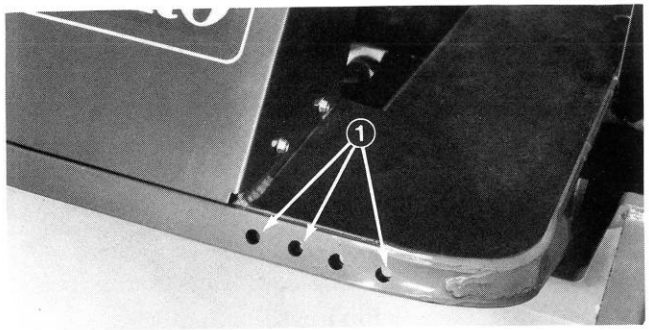

Figure 5
1. When securing mounting bracket and spring bracket to front frame, use (1) outside mounting hole and (2) two inside mounting holes (Fig. 5).